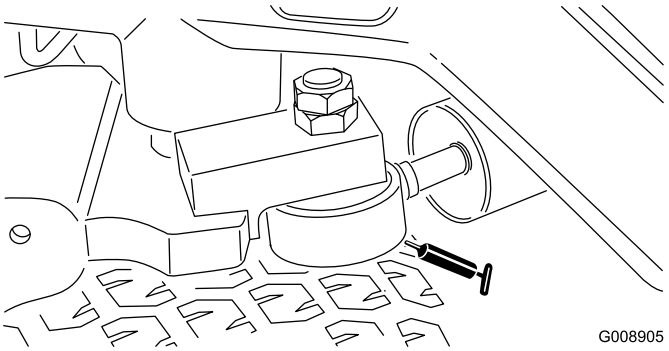

**Figur 40**
**Obs:** Ytterligare en smörjnippel kan monteras i styrcylinderns andra ände, om så önskas. Ta av däcket, montera nippeln, smörj nippeln, ta loss nippeln och fäst pluggen (Figur 40).